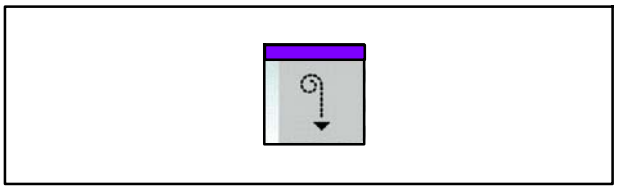

Fig. 182 Touche Fermer la porte roulante
12. Appuyer simultanément sur les deux touches Fermer la porte roulante (Fig. 182) (commande bimanuelle) jusqu'à ce que la porte roulante soit fermée